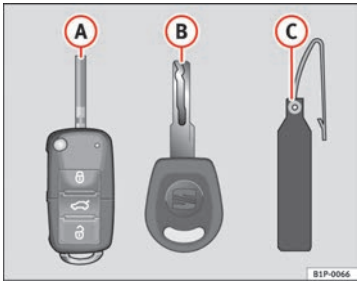

Fig. 63 Set of keys
- one remote control key ⇒ fig. 63 (A) with folding key bit,
- a key without remote control (B),
- a plastic key tab* (C).